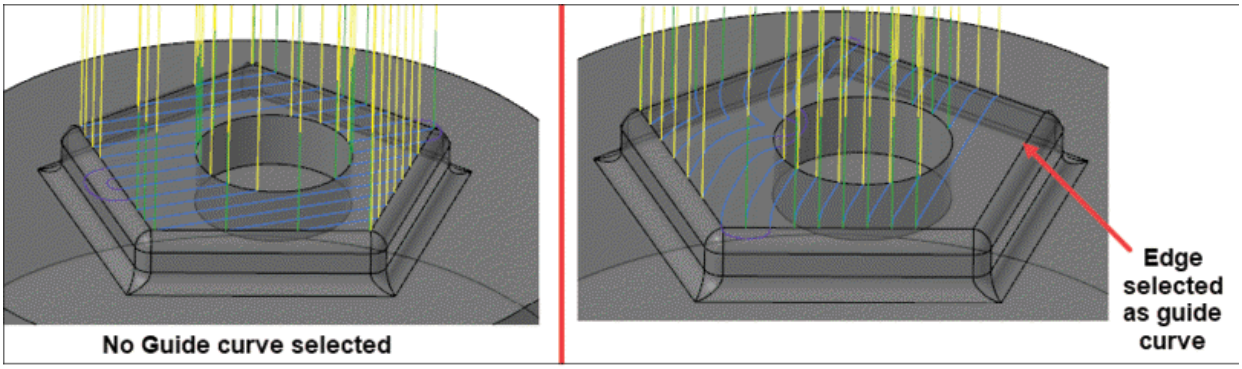

Figure-19. Using curve as guide for toolpath
- After setting desired curve options, click on the **Select** button at the bottom in **Pattern** area and select desired curve; refer to Figure-19.